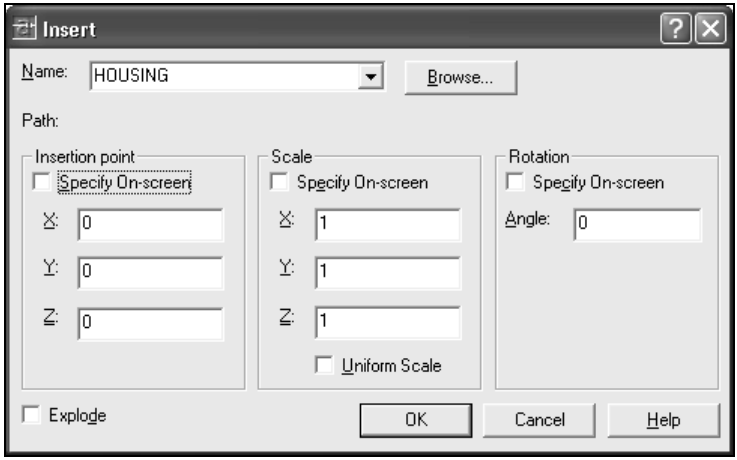

Рис. 2.15. Диалоговое окно **Insert**
1. Выбрать пункт **Insert** (Вставка) ⇒ **Block** (Блок) (можно использовать кнопку **Insert Block** (Вставить блок) из ПИ **Draw** (Рисование)). Откроется ДО **Insert** (Вставка блока) (рис. 2.15).